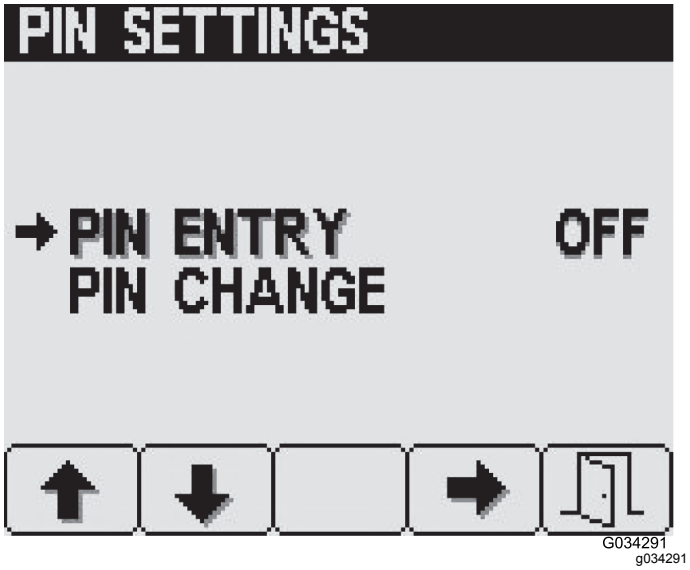

**Рисунок 33**
3. На экране PIN Settings (Настройки PIN-кода) нажмите кнопку 4, чтобы выбрать пункт PIN Entry (Ввод ПИН-кода), а также включить (ON) или выключить (OFF ) ПИН-код (Рисунок 33).